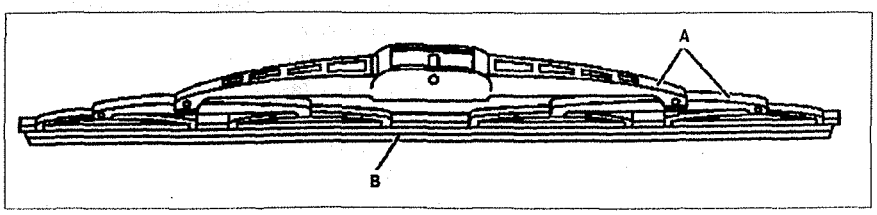

Рис. 1.29. Щетка стеклоочистителя.
13. Проверьте фиксатор **A** и резинку щетки стеклоочистителя **B** (см.рис.1.29). Проверьте состояние фиксатора и резинки лобового стекла. Замените, если необходимо.